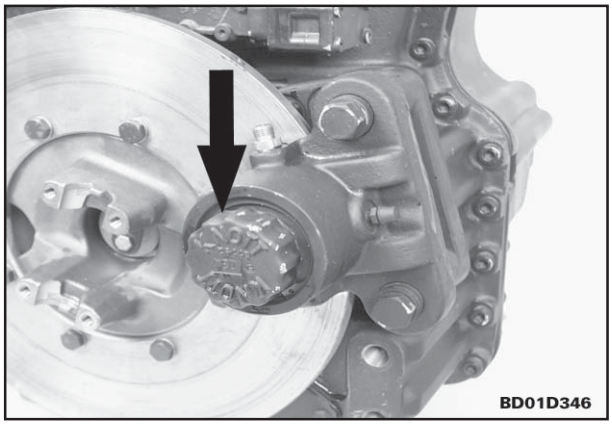

Fig. 12
20. Remova a tampa da dianteira do freio de estacionamento (fig. 12).